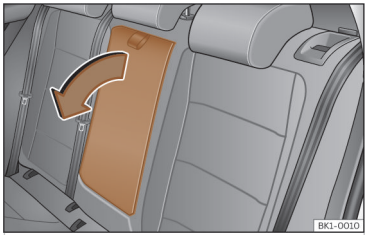

Fig. 97 Reposabrazos central trasero abatible (representación esquemática).
- Para *bajar* el reposabrazos, tire del lazo en el sentido de la flecha ››› **fig. 97**.